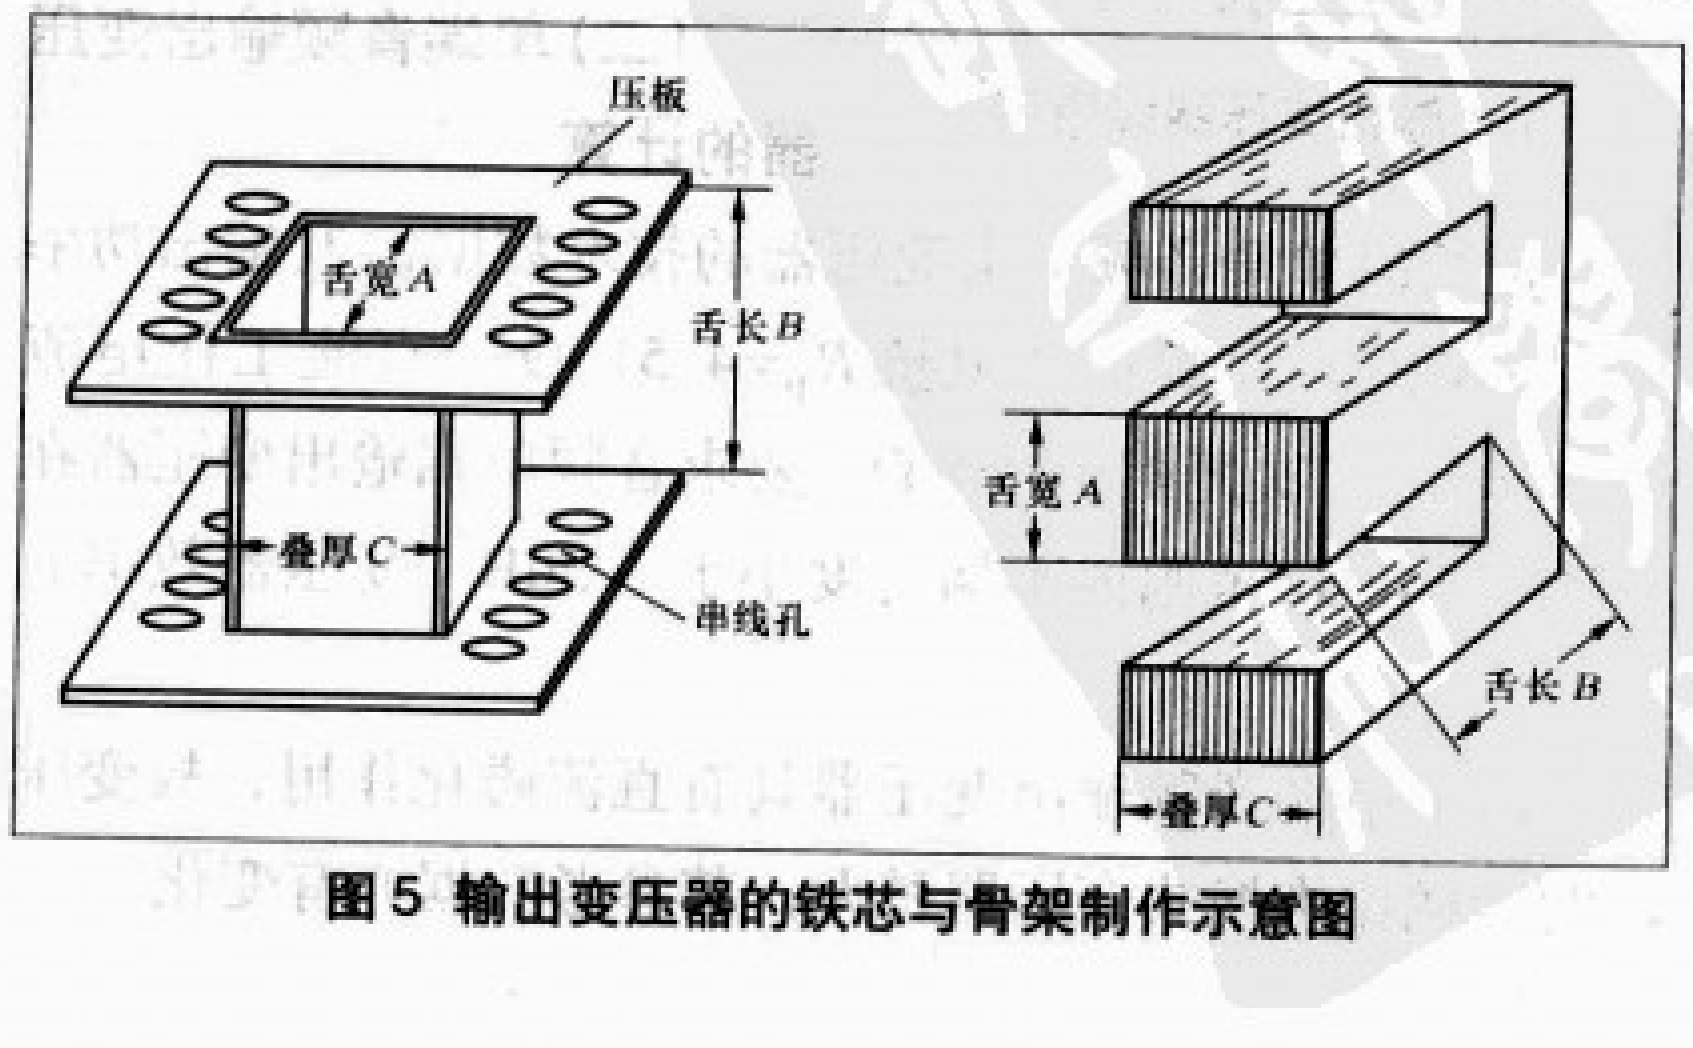

图5 输出变压器的铁芯与骨架制作示意图
1.自制输出变压器最好选购有现成骨架与铁芯相配的优质成品，否则将会影响到变压器的电性能。如确实选购不到合适尺寸的骨架时，亦可自己动手进行制作。制作变压器骨架的材料应选择绝缘性能良好的环氧层压板或厚度为1mm的青壳纸板。制作绕线骨架时，应先量好输出变压器铁芯的中心舌宽A、舌长B与叠厚C，然后再按照既定的尺寸进行裁制。图5所示的是输出变压器骨架制作示意图。